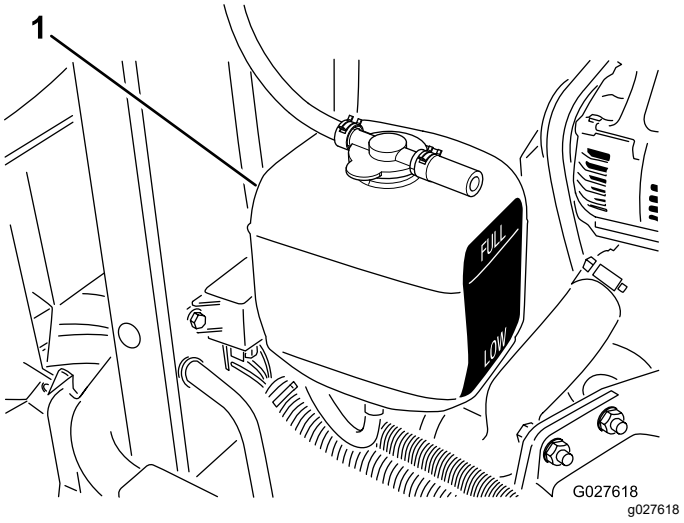

Figur 73
3. Kontrollera kylvätskenivån i expansionstanken (Figur 73).